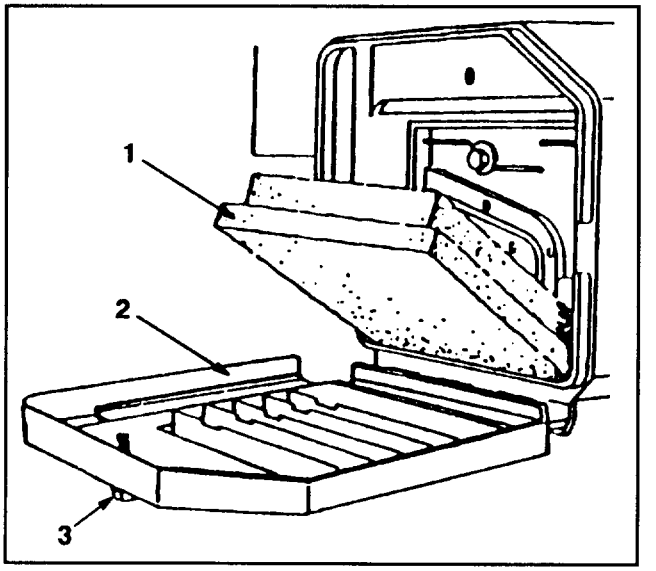

Abbildung 15
2. Den Knopf, der den Luftfilterdeckel am Motor festhält, drehen, bis sich der Deckel entfernen läßt (Abb. 15).
3. Falls Schaumstoffelement verschmutzt ist, dieses aus dem Luftfilter herausnehmen (Abb. 15). Sorgfältig reinigen.